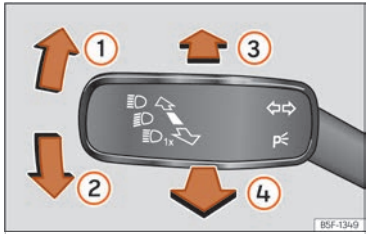

Fig. 81 Turn signal and main beam lever.
- From the neutral position, press the turn signal and main beam headlights lever forwards ››› Fig. 81 ③.
- **EITHER:** if main beam assist is on, pull the turn signal light and main beam headlights lever back ››› Fig. 81 ④.